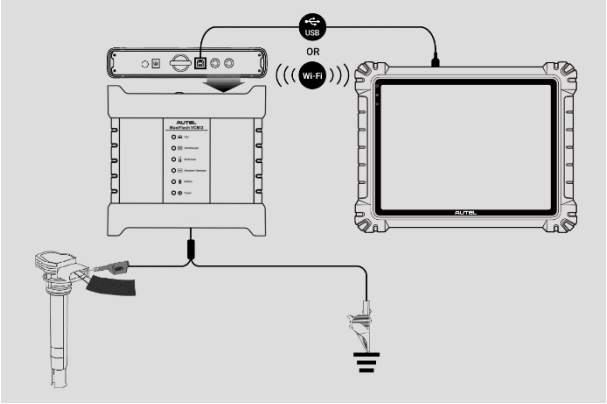

Figura 9-1 ***Dijagramma tal-Konnessjoni***
1. Daħħal il-wajer tat-test applikabbli jew it-truf tat-terminal tal-probe fil-kanal(i) tad-dħul biex tlesti l-konnessjoni. (Ara *Figura 9-1 Dijagramma tal-Konnessjoni*.)